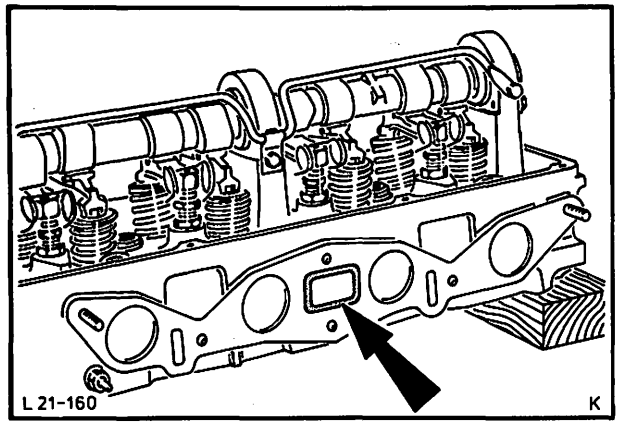

Abb. 228 Ansaugkrümmer-Dichtung beidseitig mit Dichtungsmasse bestreichen
21. Ansaugkrümmer komplett mit Vergaser und Auspuffkrümmer mit neuen Dichtungen anschrauben. Am Wasserdurchlaß (Zylinderkopf-Ansaugkrümmer) auf die Dichtung beidseitig mindestens 5 mm breit Dichtungsmasse (Teil-Nr. A 70SX-19554-BA) auftragen, Abb. 228. Abschirmblech-Auspuffkrümmer anbringen.